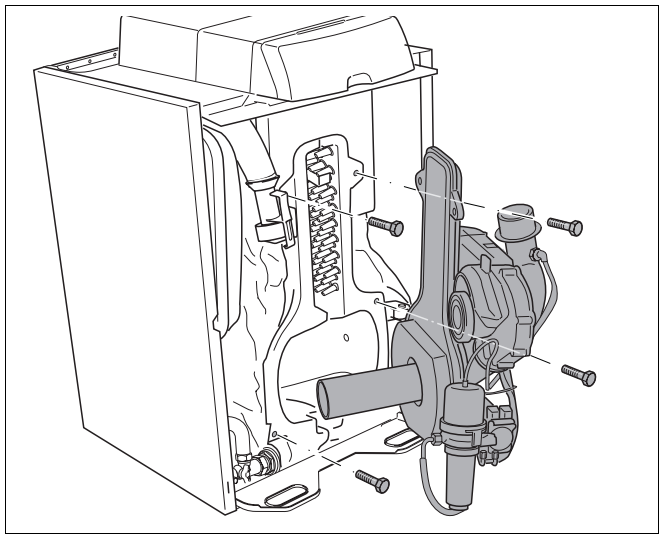
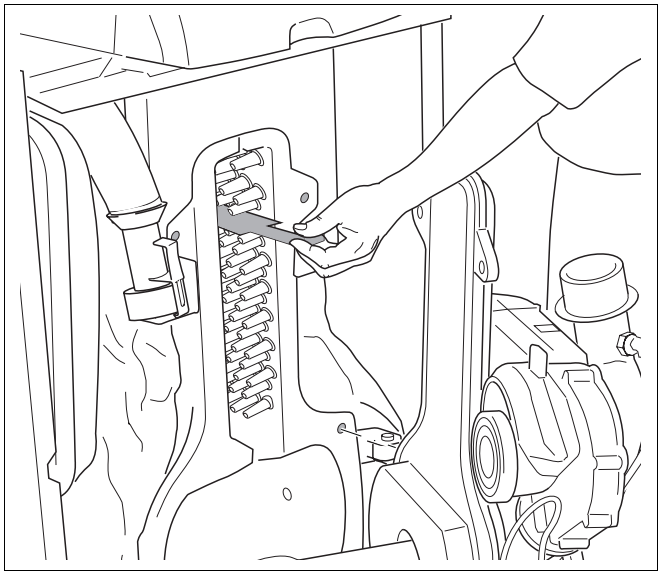

Rys. 67 Otwieranie drzwiczek kotłowych
Rys. 69 Wyciąganie wkładek kierujących przepływem spalin
- Wykręcić śruby z łbem sześciokątnym, a następnie odchylić drzwiczki kotłowe (rys. 67).
- W razie potrzeby wykręcić śruby z łbem sześciokątnym, a następnie odchylić drzwiczki kotłowe (rys. 67, strona 75).
- Wyjąć i razie konieczności wyczyścić wkładki kierujące przepływem spalin (rys. 69).
- Otworzyć drzwiczki kotłowe (rys. 67, strona 75),wyjąć wkładkę kierującą przepływem spalin (rys. 69, strona 76) i wyczyścić.